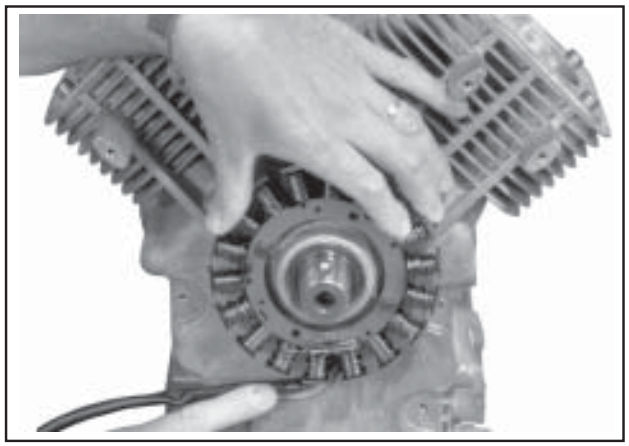

Figure 11-21. Route Stator Leads in Groove.
4. Route the stator leads in the crankcase channel, then install the backing plates and stator wire bracket (if used). Secure with the four hex flange screws. See Figures 11-21 and 11-22. Torque the screws to **7.3 N·m (65 in. lb.)**.